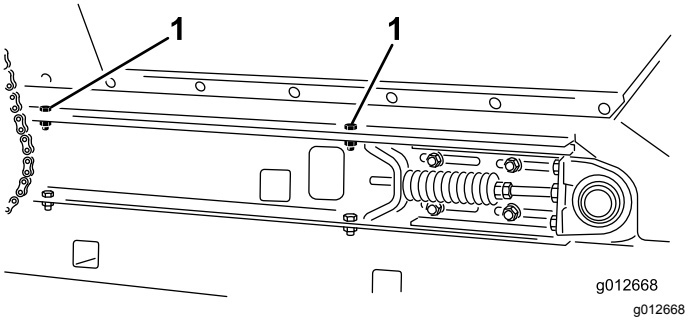

Figur 32
4. Fäst tråget på glidflaksskenorna (Figur 32) på båda sidor av maskinen med de två huvudskruvar, två brickor och två låsmuttrar som du tog bort i Demontera glidflaket (sida 24).